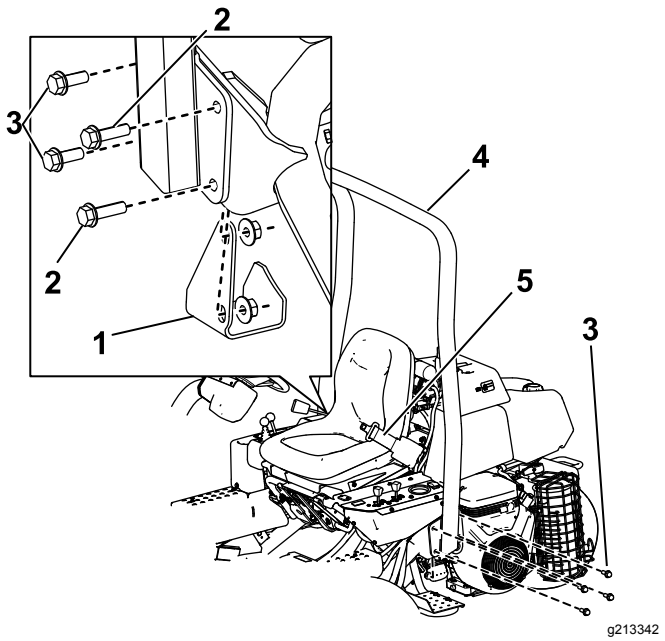

Figur 6
2. Sænk styrtbøjlen (Figur 6) ned på monteringsbeslagene, så den flugter med monteringshullerne.
3. Fastgør venstre side af styrtbøjlen til monteringsbeslaget med 4 bolte (½" x 1½") og låsemøtrikker (Figur 6).
5. Fastgør højre side af styrtbøjlen og den donkraftpude, du fjernede tidligere, til monteringsbeslaget med 2 bolte (½" x 1½"), 2 bolte (½" x 1¾") og låsemøtrikker som vist i Figur 6.